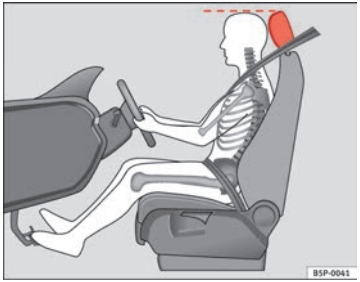

Fig. 2 Correct head restraint position for driver
– Adjust the head restraint so that its upper edge is at the same level as the top of your head, or as close as possible to the same level as the top of your head ⇒ Fig. 2.